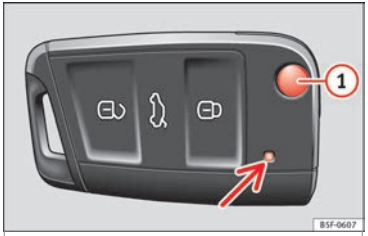
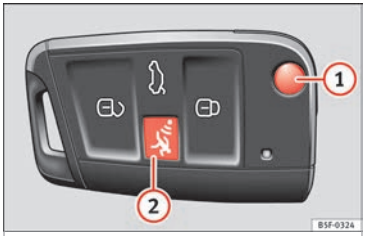

Fig. 121 Vehicle key
Fig. 122 Vehicle key with alarm button
When a button on the vehicle key is pressed, the control lamp flashes ››› **Fig. 121** (arrow) once briefly, but if the button is held down for a longer period the control lamp flashes several times, such as in convenience opening.
Press button (1) ››› **Fig. 121** or ››› **Fig. 122** to unlock and unfold the key shaft.
- **If the buttons of the vehicle key are pressed ››› Fig. 121 or ››› Fig. 122 or one of the central locking buttons ››› page 115 is pressed repeatedly in short succession, the central locking briefly disconnects as protection against overloading. The vehicle is then unlocked. Lock it if necessary.**